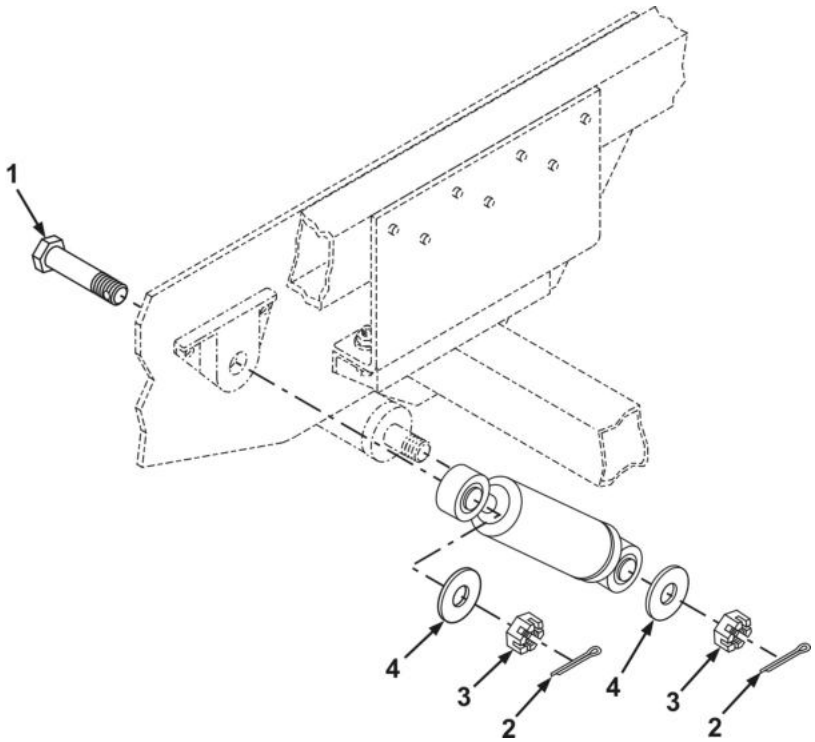

Figure 1. Shock Absorber Disassembly.
1. Remove upper shock absorber cotter pin (Figure 1, Item 2), slotted nut (Figure 1, Item 3), flat washer (Figure 1, Item 4), and bolt (Figure 1, Item 1). Discard cotter pin.
2. Inspect shock absorber mounting bolt (Figure 1, Item 1) for damage. Replace if defective.
3. Remove bottom shock absorber cotter pin (Figure 1, Item 2), slotted nut (Figure 1, Item 3), and flat washer (Figure 1, Item 4). Discard cotter pin.